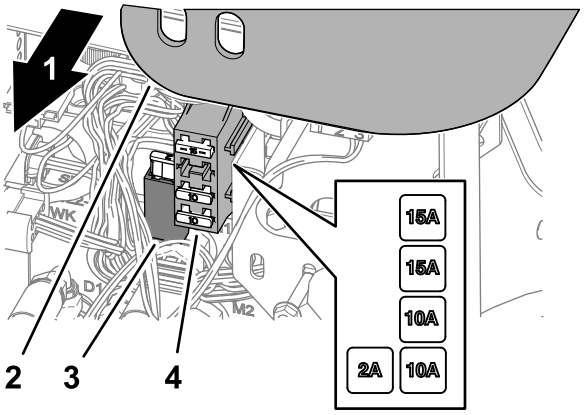

Figur 75
1. Løft dækslet af styrearmen (Figur 75).
2. Find den åbne sikring i sikringsholderen eller sikringsblokken (Figur 75).
4. Monter dækslet på styrearmen (Figur 75).